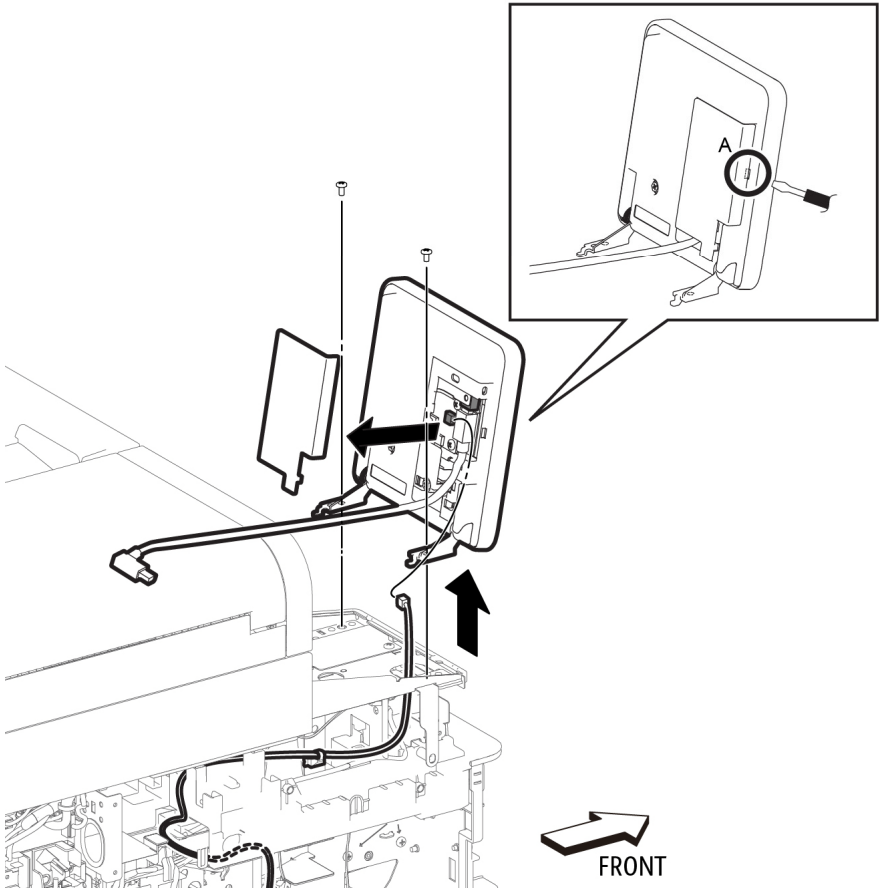

Figure 1 Remove the UI Console Assembly (MFP)
6. Refer to Figure 1 to release the UI Harness and the Speaker Harness from the console.
7. Refer to Figure 1 to remove two screws (silver, M4x6mm) attaching the UI Console Assembly to the UI Frame Assembly.